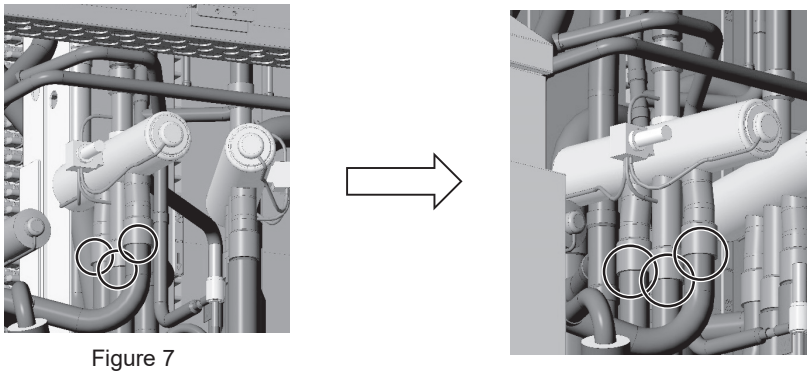

Figure 7
(6) Remove the braze from the three areas below four-way valve (21S4a). (See Figure 7.)